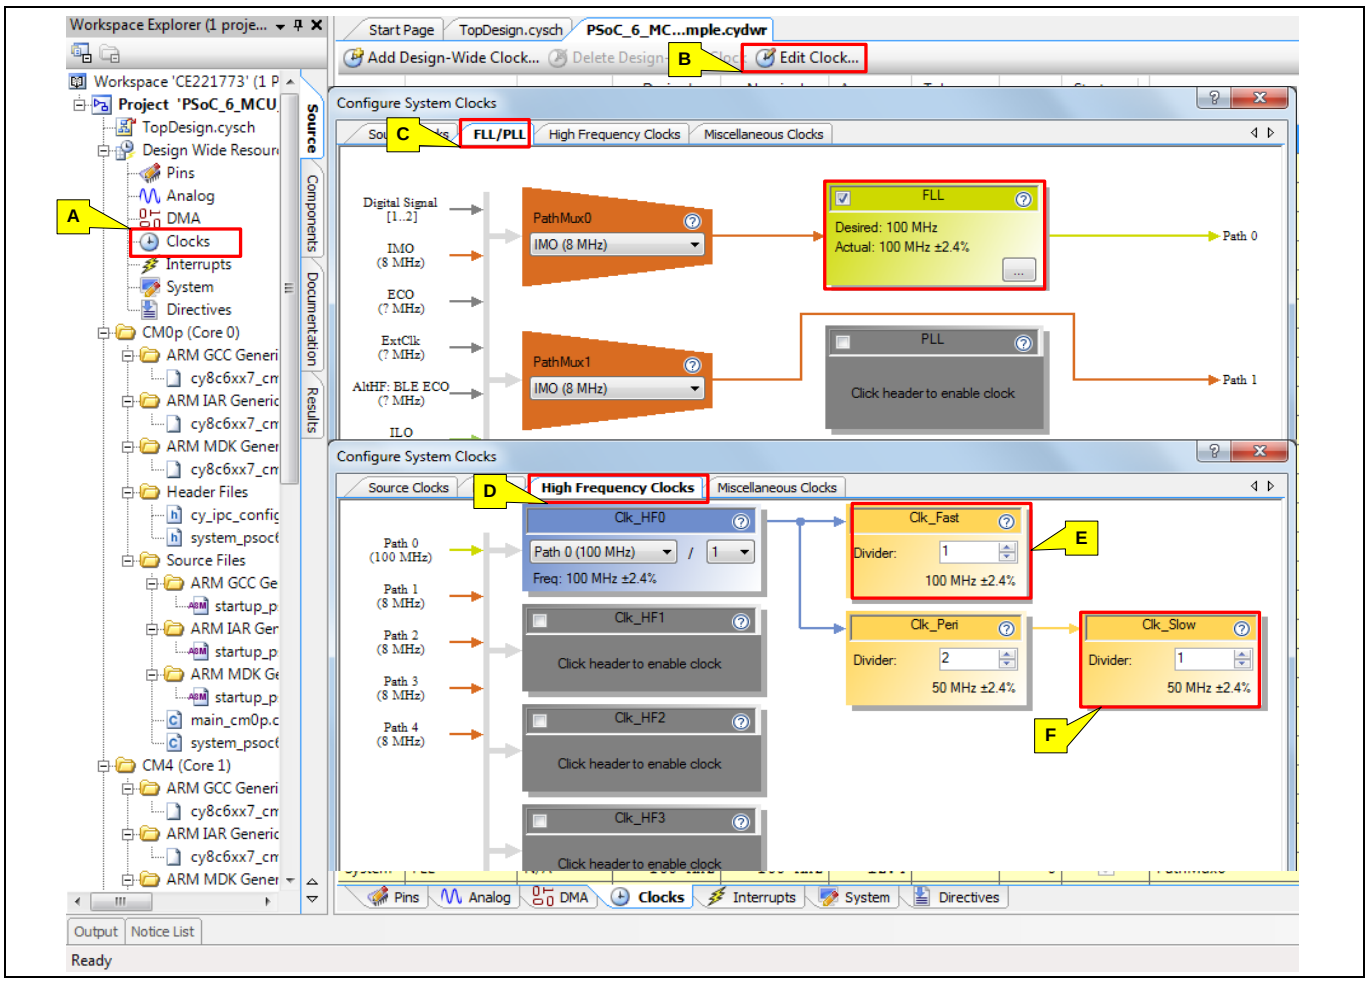

Figure 22　时钟配置
f) 您可以通过在 **Clk_Slow** 中设置分频器来设置 CM0+ CPU 时钟。默认情况下，分频器设置为 1。请参见 **Figure 22**。